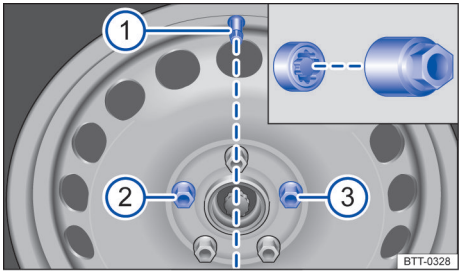

Fig. 214 Changement de roue : valve de pneu ① et emplacements de montage du boulon antivol de roue ② ou ③
2. Enfoncez l'adaptateur sur le boulon antivol de roue jusqu'en butée → fig. 214.
3. Enfoncez la clé démonte-roue sur l'adaptateur jusqu'en butée → fig. 214.
En cas de roue avec enjoliveur de roue plein, le boulon antivol de roue doit être vissé sur la position → fig. 214 ② ou ③ par rapport à la position de la valve du pneu ①. Il n'est sinon pas possible de monter l'enjoliveur de roue plein.